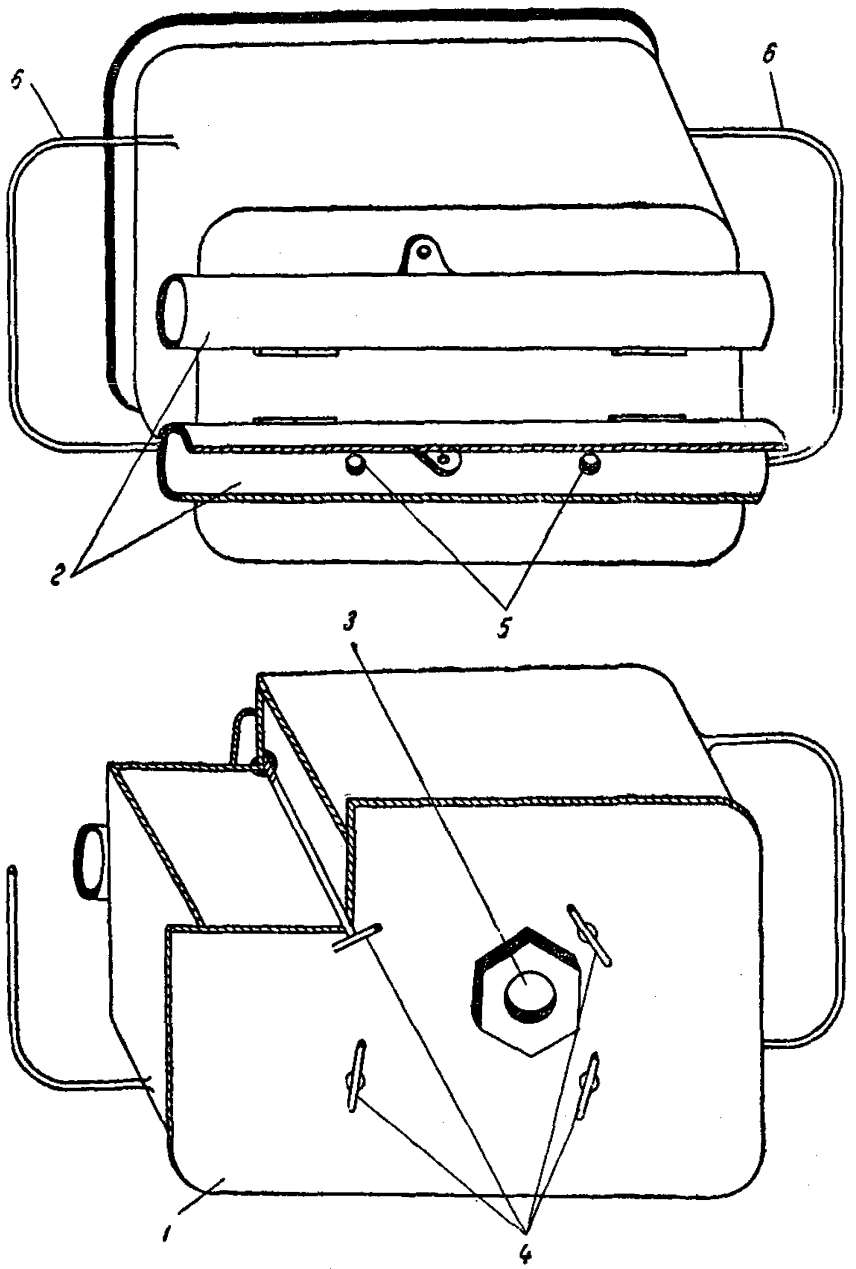

Рис. 13. Приспособление для смазки стреловых канатов
36. Для смазки стреловых канатов, без их демонтажа, на кране необходимо иметь специальное приспособление (рис. 13).